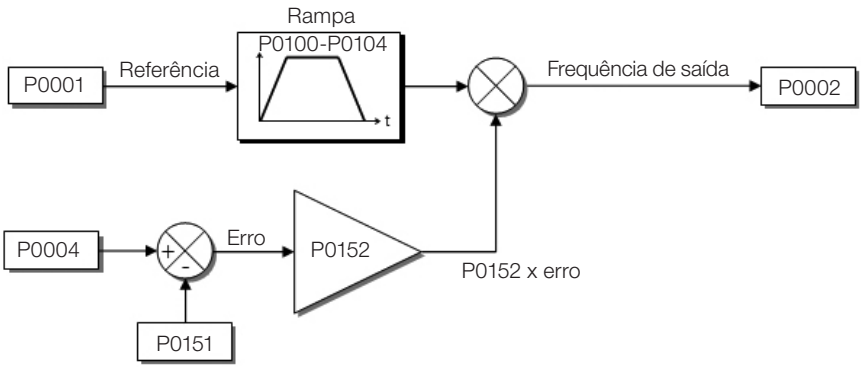
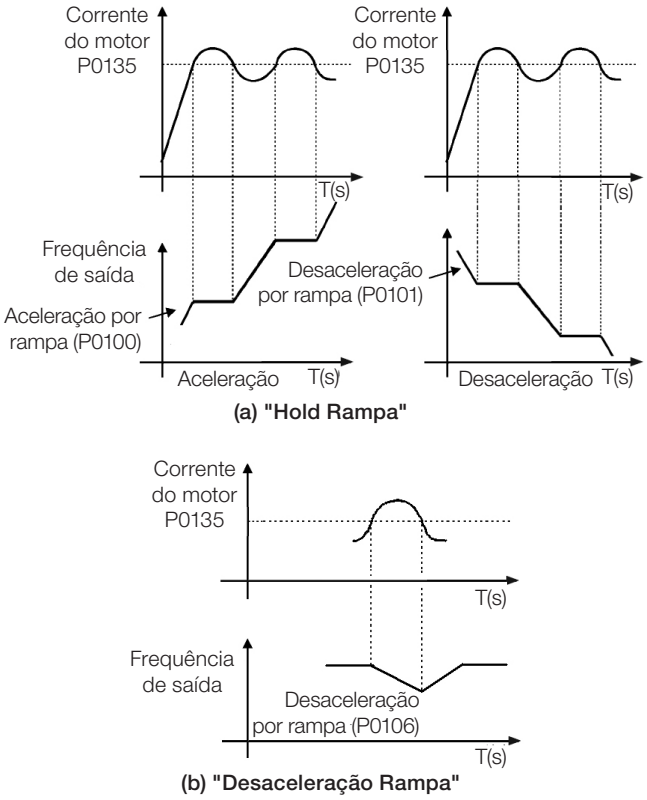

Figura 9.8: *Blocodiagrama da limitação da tensão do Link DC - Acelera Rampa*
Figura 9.10: *(a) e (b) Modos de atução da Limitação de Corrente via P0135*
Atuação: a tensão do Link DC é medida (P0004) e comparada com o valor ajustado em P0151, a diferença entre estes sinais (erro) é multiplicado pelo ganho proporcional (P0152), o resultado é então somado à saída da rampa, conforme Figura 9.8 na página 9-11 e Figura 9.10 na página 9-13.
- Atuação: se a corrente do motor ultrapassar o valor ajustado em P0135 durante a aceleração ou desaceleração, a velocidade não será incrementada (aceleração) ou decrementada (desaceleração). Quando a corrente do motor atingir um valor abaixo de P0135 o motor volta a acelerar ou desacelerar. Consulte a Figura 9.10 na página 9-13.
- Atuação: se a corrente do motor ultrapassar o valor ajustado em P0135 força-se um valor nulo para a entrada da rampa de velocidade forçando a desaceleração do motor. Quando a corrente do motor atingir um valor abaixo de P0135 o motor volta a acelerar. Consulte a Figura 9.10 na página 9-13.
Nível de corrente para ativar a limitação de corrente para os modos Hold de Rampa e Desacelera Rampa, conforme Figura 9.10 na página 9-13, respectivamente.